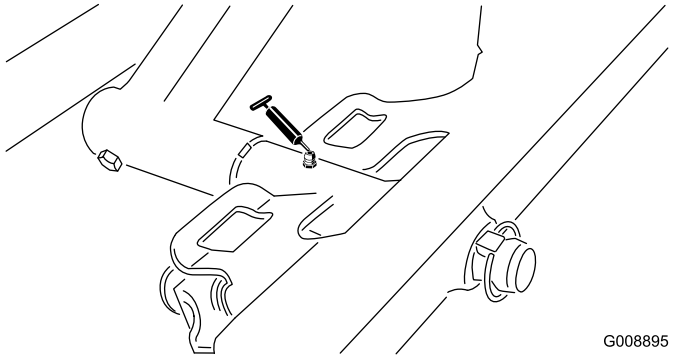

Figur 31
- Främre klippenhetstapp (Figur 31)